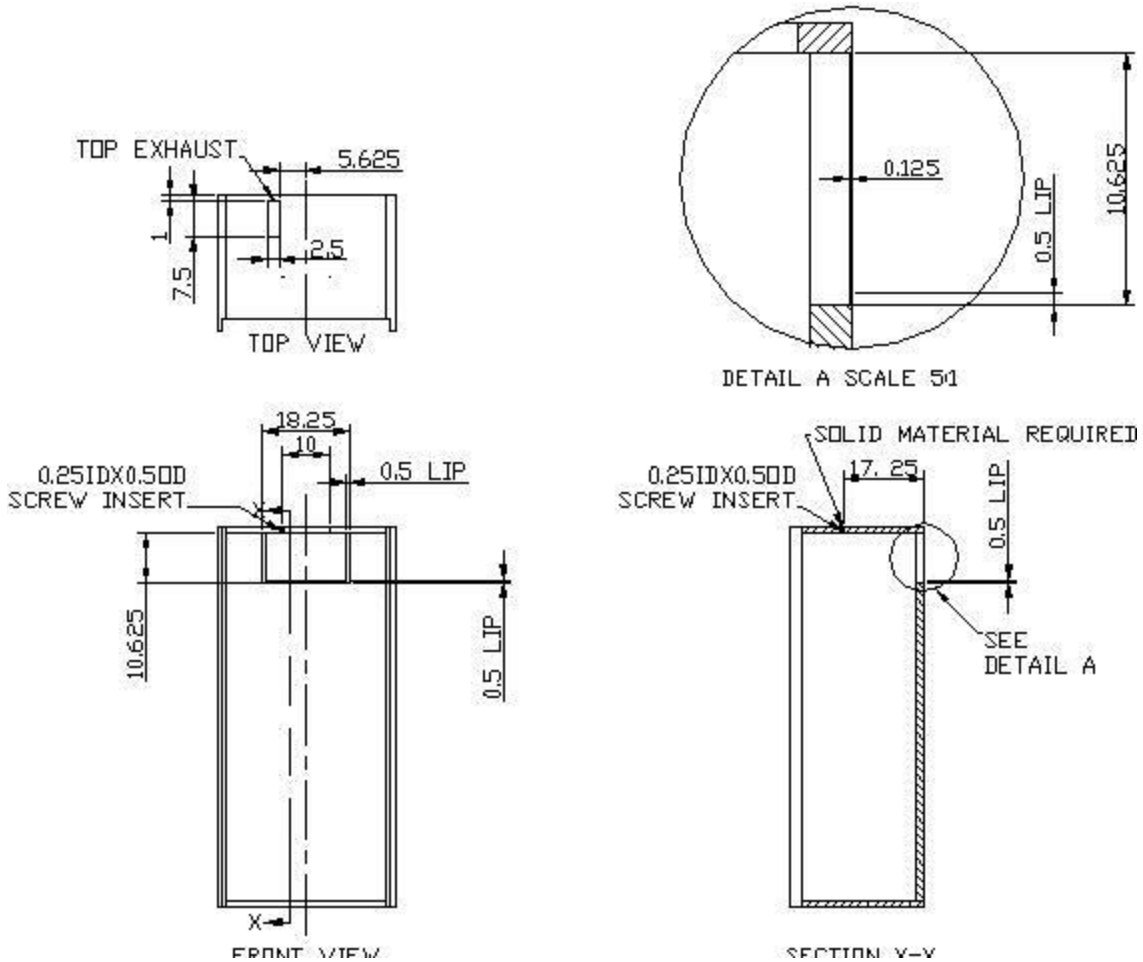

Fig. 2.2 MOUNTING CUTOUT & GASKET LIPS
- Cut a rectangular inside opening at the rear of the cabinet with the 1/4” clearance inwards to the width and height of the cooling unit. By not going through, leave 1/2” lip inside at the wall to place the gaskets (see Fig. 2.2).
- If top exhaust, cut another rectangular opening at the top of the cabinet to the length and width of the top exhaust (see Fig.2.2).
- Make 2 holes at the ceiling to install the 1/4 inside diameter wood thread inserts (see Fig.2.2).